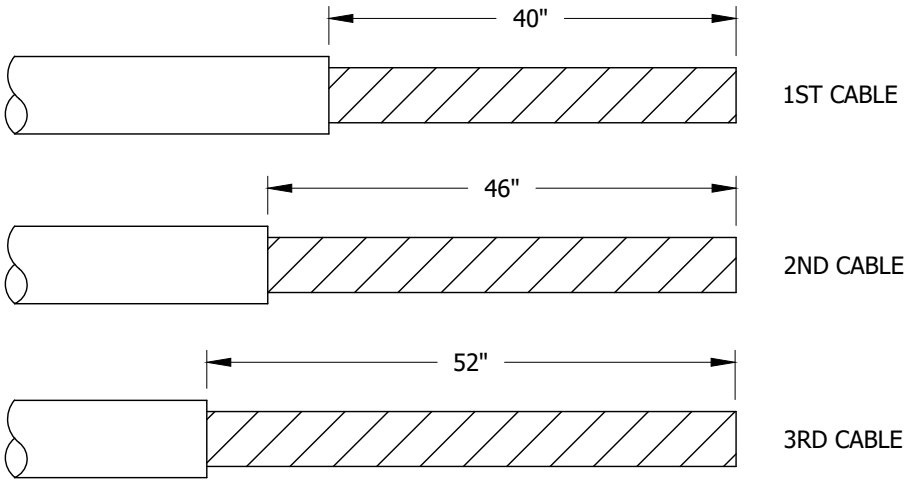

FIGURE 2 (G)
B. FOR CABLE POLE RUNS OF 1000 KCMIL CABLE AND FOR OTHER RUNS OF 1000 KCMIL CABLE, WHEN A FEEDER TUBE IS USED IT IS NECESSARY TO REMOVE THE CABLE JACKET BEYOND THE END OF THE PULLING GRIP (SEE FIGURE 2). IF THE ENSLEY CABLE EYE IS USED REFER TO STANDARD PRACTICE #215.